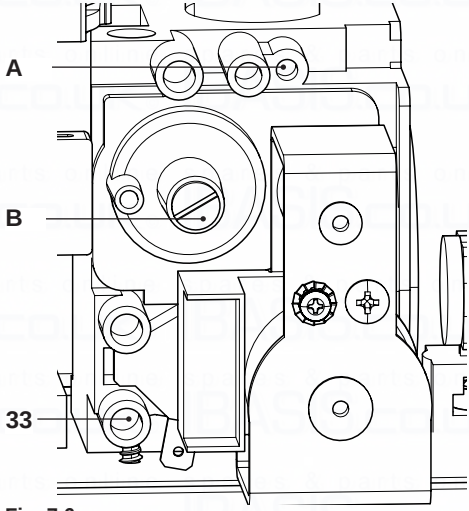

Fig. 7.6
- When the boiler is switched off (out of order), check the supply pressure by using the 33 point in Fig. 7.6 and compare the value read with that reported on the Gas supply pressure table in the "Technical Data" section (pag. 28 Activ A Plus 16S, pag. 30 Activ A Plus 25S.
- Close well the pressure point 33 in Fig. 7.6.